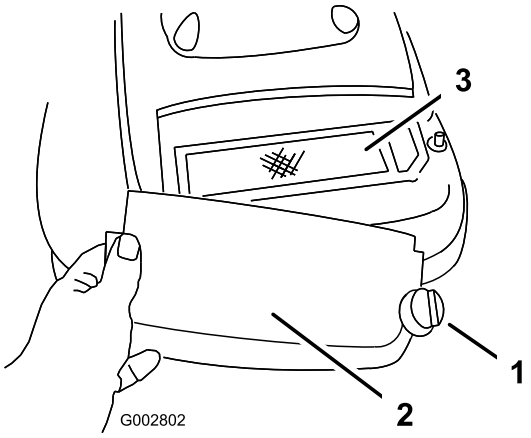

**Figura 22**
3. Togliete la vite di fissaggio dal coperchio del filtro dell'aria (Figura 22).
4. Togliete il coperchio e pulitelo accuratamente (Figura 22).